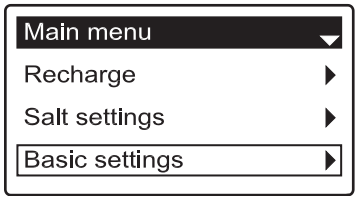

FIG. 28
2. Press the DOWN (▼) button to scroll through the menu options until **Basic settings** is highlighted (See Figure 28).